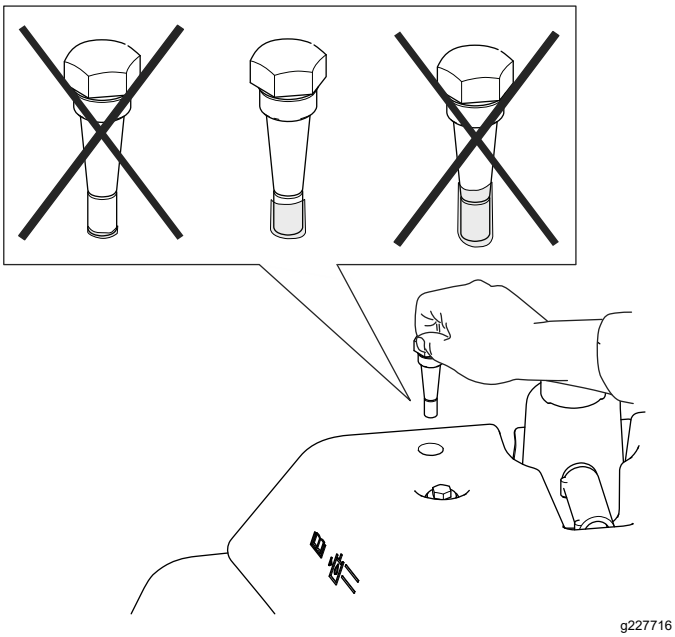

Figure 57
4. Remove the dipstick and check the fluid level. If it is between the marks on the dipstick, the level is sufficient. If the fluid level is not between the marks, adjust the fluid level accordingly (Figure 57).